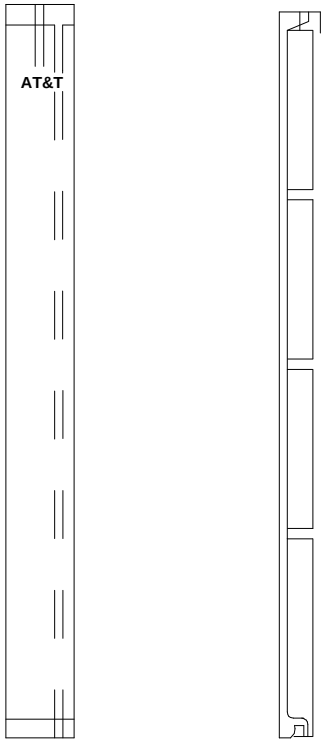

Figure 10-48. Blank Circuit-Pack Faceplate
3. Lift locking lever upward until latch pin engages (See Figure 10-48).